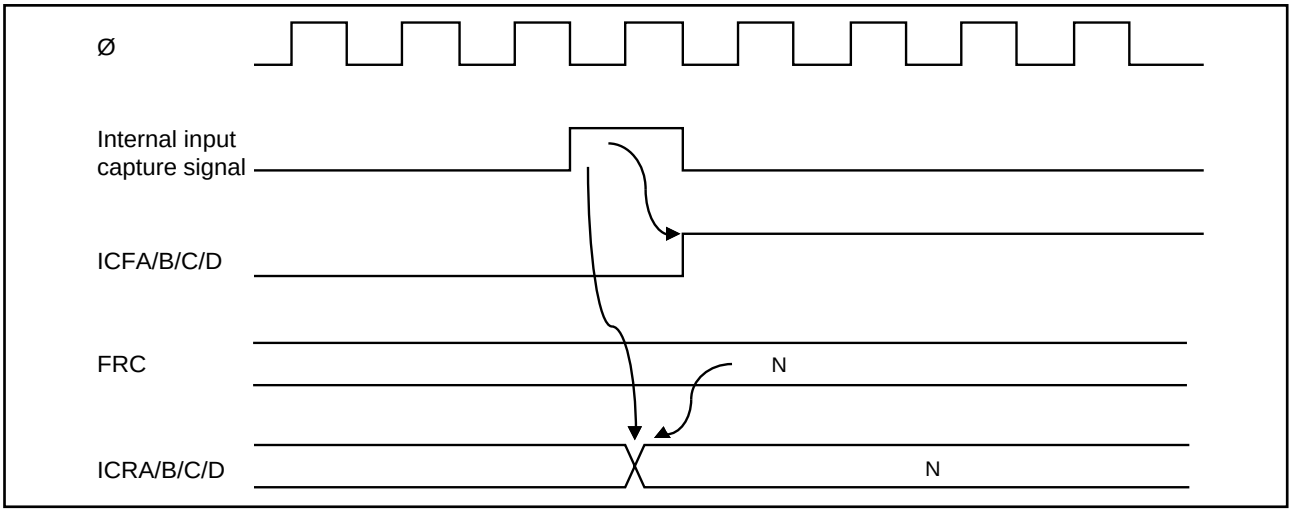

Figure 6-15. Setting of Input Capture Flag
(2) Timing of Input Capture Flag (ICF) Setting: The input capture flag ICFx (x = A, B, C, D) is set to “1” by the internal input capture signal. Figure 6-15 shows the timing of this operation.